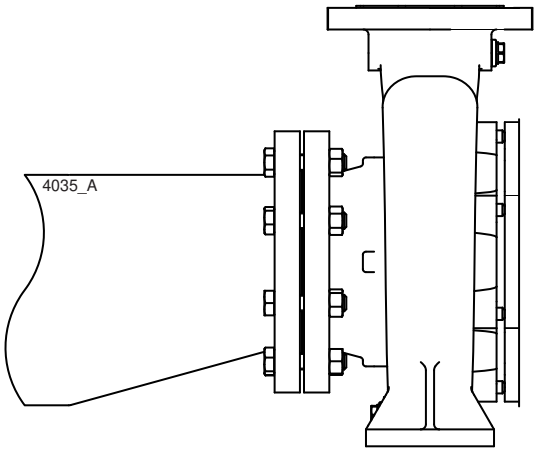

Figuur 6: Excentrisch verloopstuk naar de zuigflens.
- De doorlaat van de zuigleiding moet ruim bemeten zijn. Deze leiding moet zo kort mogelijk zijn en zodanig naar de pomp toelopen dat er geen luchtzakken kunnen ontstaan. Indien dit niet mogelijk is, dient op het hoogste punt een mogelijkheid voor ontluchting aangebracht te worden. Wanneer de zuigleiding een grotere doorlaat heeft dan de zuigaansluiting van de pomp, moet een excentrisch verloopstuk worden toegepast, zodat er geen luchtzak en wervelingen kunnen ontstaan. Zie figuur 6.